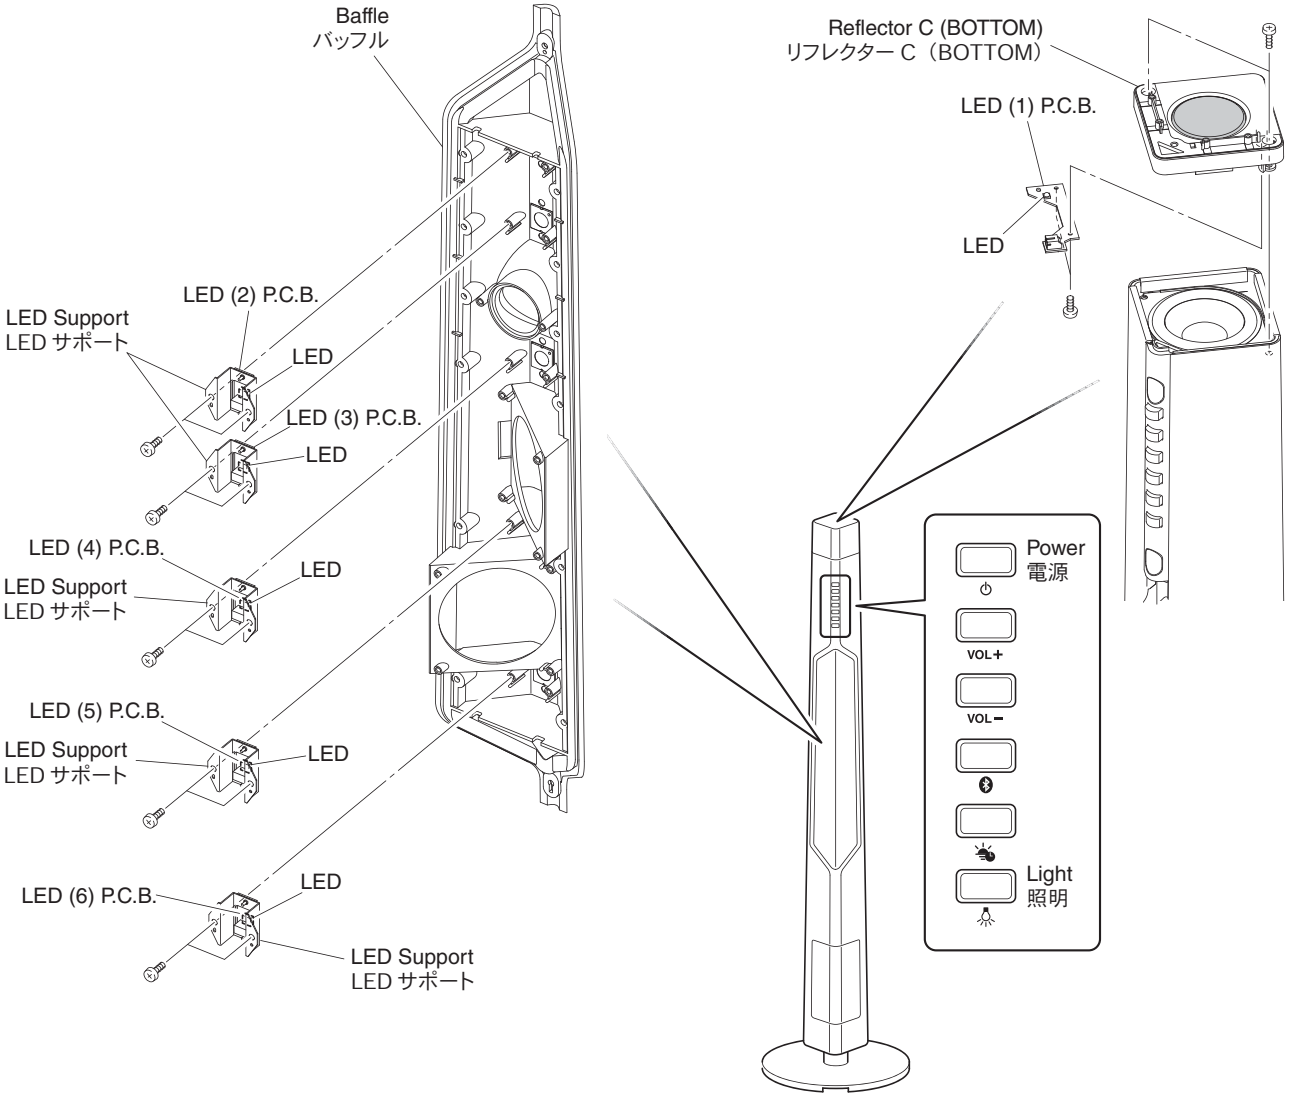

Fig. 5
* If LED (1) P.C.B., LED (2)–(6) P.C.B. or the chip LED on the P.C.B. has been replaced, check for following LED lighting conditions after turning on the power. (Fig. 5)
* It is recommended to replace LED (2)–(6) P.C.B. or chip LED on the P.C.B. with new ones, at all 5 locations. (Fig. 5)
* The same parts are installed on LED (2)–(6) P.C.B. Therefore, installed (2)–(6) vary in the order depending on products. (Fig. 5)
※ LED（1）P.C.B.、LED（2）～（6）P.C.B.、または P.C.B. 上のチップ LED を交換した場合、電源投入後に LED の点灯状況を確認してください。（Fig. 5）
※ LED（2）～（6）P.C.B または P.C.B. 上のチップ LED は、5 ヶ所すべての部品を新しいものに交換することを推奨します。（Fig. 5）
よって、取り付けられている（2）～（6）は製品によって順番が異なります。（Fig. 5）